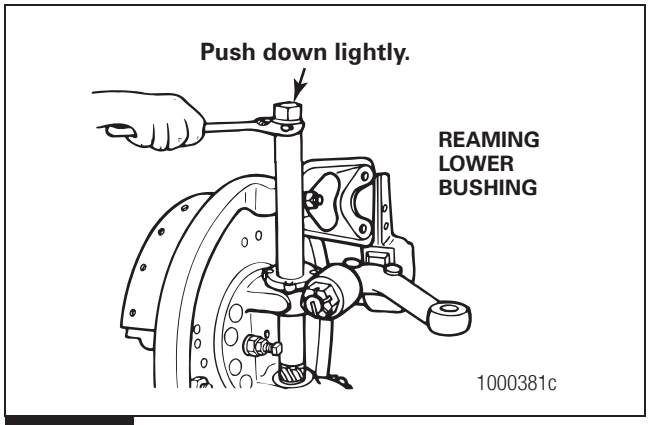
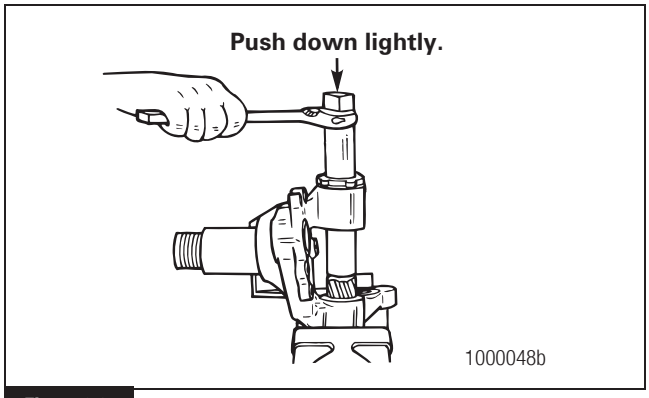

Figure 6.7
Figure 6.8
4. After cutting the top bushing, guide the reamer into the bottom bushing. Do not allow the tool to drop to the bottom bushing. Repeat Steps 2-3. Figure 6.7 and Figure 6.8.